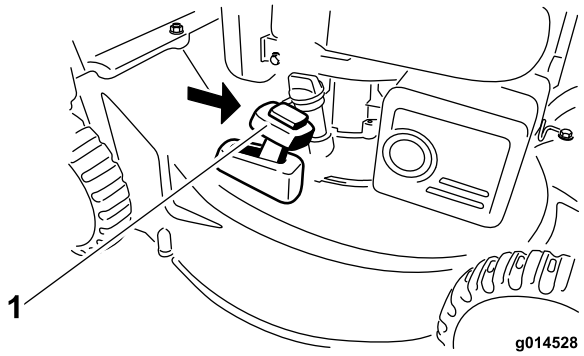

Figuur 18
2. Plaats de grasvanger; zie De grasvanger verwijderen (bladz. 12) en zet de grasvanghendel in de **opvang**modus (Figuur 18).
Opmerking: Als de grasvanger op de machine zit, moet u die verwijderen alvorens de achteruitworp te gebruiken; zie De grasvanger verwijderen (bladz. 12). De grasvanghendel moet in de **grasvang**modus staan (Figuur 18).